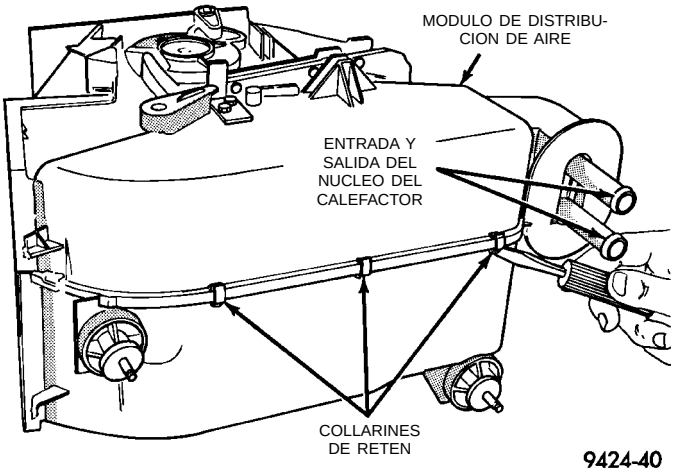

Fig. 47 Desmontaje de collarines de retén
(2) Retire el sellante de espuma de la abertura del panel y la abertura del desempañador y los sellantes de espuma del núcleo del calefactor de la unidad.
(3) Retire los collarines y tornillos de retén que unen las cajas superior e inferior (Fig. 47).